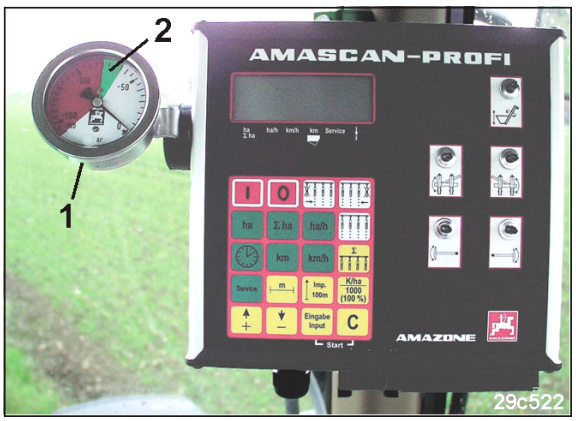
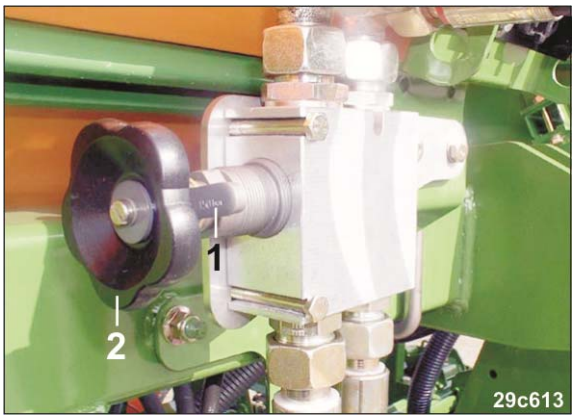

Fig. 110
Fig. 115
Ein Manometer (Fig. 110/1) in der Traktorkabine zeigt den Unterdruck des Saugluft-Gebläses an.
Die Gebläse-Drehzahl des Saugluft-Gebläses ist richtig eingestellt, wenn der Zeiger des Manometers mittig im grünen Skalenbereich (Fig. 110/2), d.h. zwischen 65 und 80 mbar steht.
Beim Einsatz der roten Vereinzelungsscheibe für Ackerbohnen (siehe Tabelle, Seite 94) die Gebläse-Drehzahl soweit erhöhen, bis der Zeiger des Manometers (Fig. 110) unmittelbar vor dem roten Bereich steht.
Das Manometer (Fig. 110) zeigt den Unterdruck des Saugluft-Gebläses an.
Bei Einhaltung der zulässigen Traktor-Zapfwellen-Drehzahl steht der Zeiger des Manometers während der Arbeit im grünen Skalenbereich (Fig. 110/2).
Die Gebläse-Drehzahl anhand des Manometers (Fig. 110) einstellen, wahlweise
7. Die Gebläse-Drehzahl anhand des Manometers (Fig. 110) einstellen am Stromregelventil des Traktors.
3. Kontermutter (Fig. 115/1) lösen.
5. Handrad (Fig. 115/2) solange drehen, bis der Zeiger des Manometers (Fig. 110) im grünen Bereich steht.
6. Handrad mit der Kontermutter (Fig. 115/1) sichern.